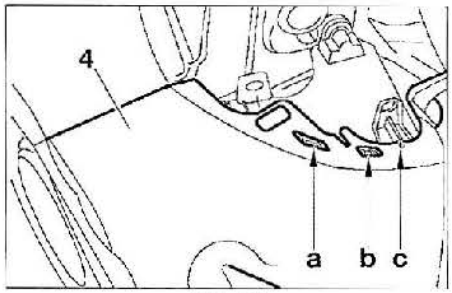

FIG. 78
• Desengrapar el parachoques tras. (4) en (a, b y c) **(fig. 78)**.